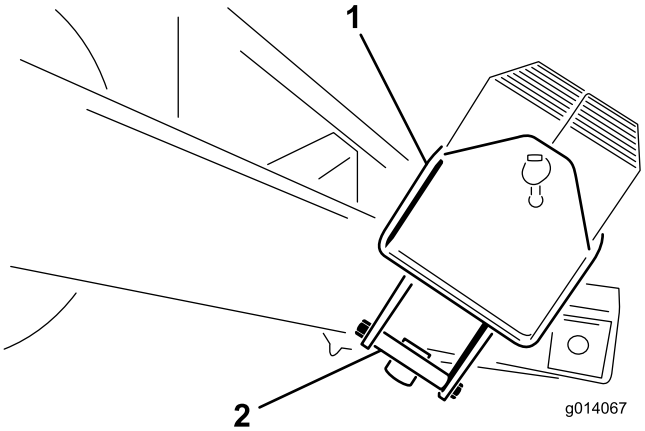

**Rysunek 5**
2. Usuń śruby 1/2 x 5-1/2 cala ze wspornika montażowego skrzyni wagowej. Wyrzuć wsporniki montażowe (Rysunek 5).